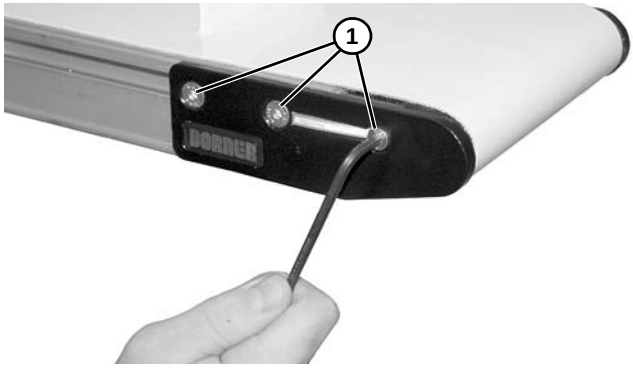

Abbildung 71
3. Die Kopfplatte über der Treibrolle anbauen und die Kopfplatte mit drei Schrauben am Rahmen des Förderbands **(Abbildung 71, Teil 1)** befestigen. Schrauben auf 7 Nm festziehen.